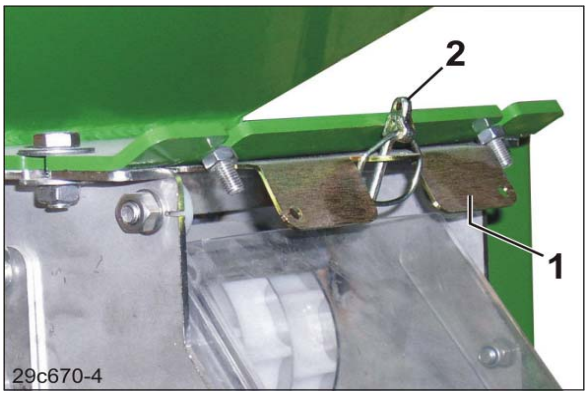

Fig. 175
5.1 Den Klappstecker (Fig. 175/2) entfernen. Der Klappstecker sichert den Schieber (Fig. 175/1) während der Arbeit.